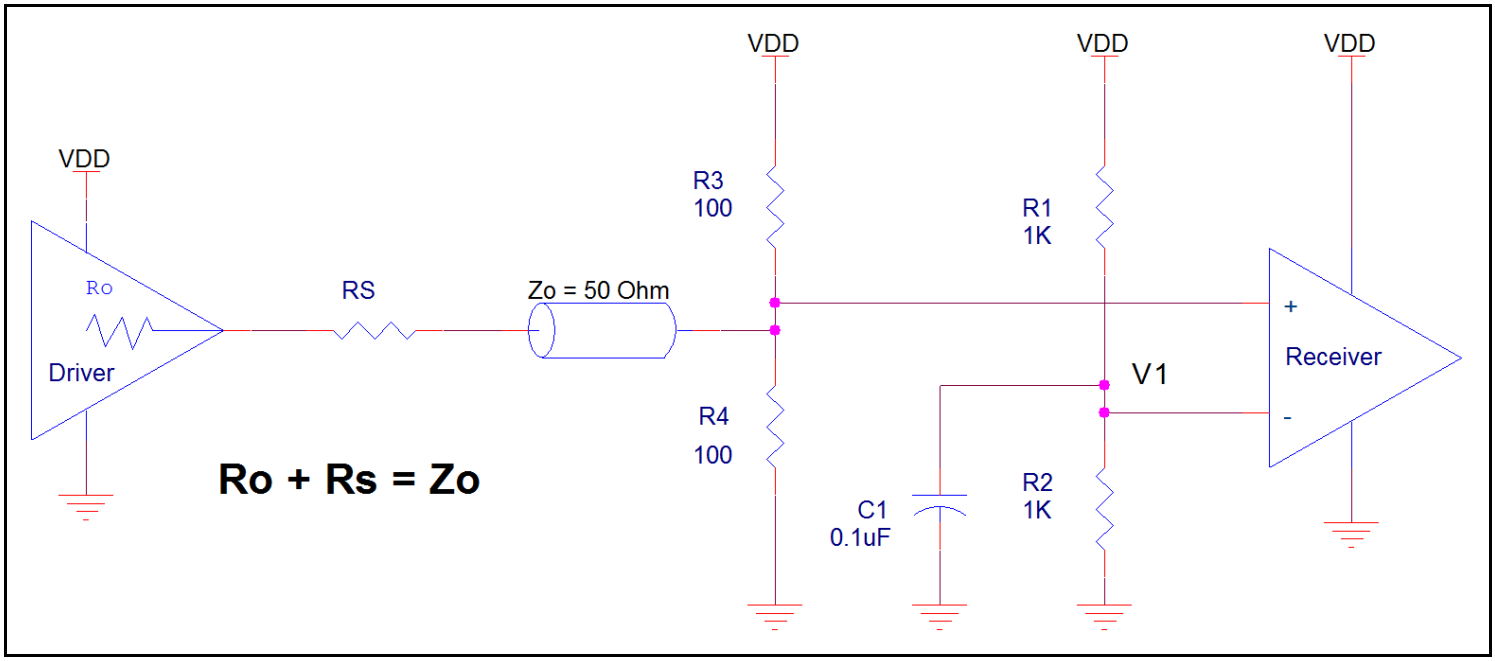

**Figure 4. Recommended Schematic for Wiring a Differential Input to Accept Single-ended Levels**
*Figure 4* shows how a differential input can be wired to accept single ended levels. The reference voltage $V_1 = V_{DD}/2$ is generated by the bias resistors R1 and R2. The bypass capacitor (C1) is used to help filter noise on the DC bias. This bias circuit should be located as close to the input pin as possible. The ratio of R1 and R2 might need to be adjusted to position the $V_1$ in the center of the input voltage swing. For example, if the input clock swing is 2.5V and $V_{DD}$ = 3.3V, R1 and R2 value should be adjusted to set $V_1$ at 1.25V. The values below are for when both the single ended swing and $V_{DD}$ are at the same voltage. This configuration requires that the sum of the output impedance of the driver (Ro) and the series resistance (Rs) equals the transmission line impedance. In addition, matched termination at the input will attenuate the signal in half. This can be done in one of two ways. First, R3 and R4 in parallel should equal the transmission line impedance. For most 50Ω applications, R3 and R4 can be 100Ω. The values of the resistors can be increased to reduce the loading for slower and weaker LVCMOS driver. When using single-ended signaling, the noise rejection benefits of differential signaling are reduced. Even though the differential input can handle full rail LVCMOS signaling, it is recommended that the amplitude be reduced. The datasheet specifies a lower differential amplitude, however this only applies to differential signals. For single-ended applications, the swing can be larger, however $V_{IL}$ cannot be less than -0.3V and $V_{IH}$ cannot be more than $V_{DD}$ + 0.3V. Though some of the recommended components might not be used, the pads should be placed in the layout. They can be utilized for debugging purposes. The datasheet specifications are characterized and guaranteed by using a differential signal.